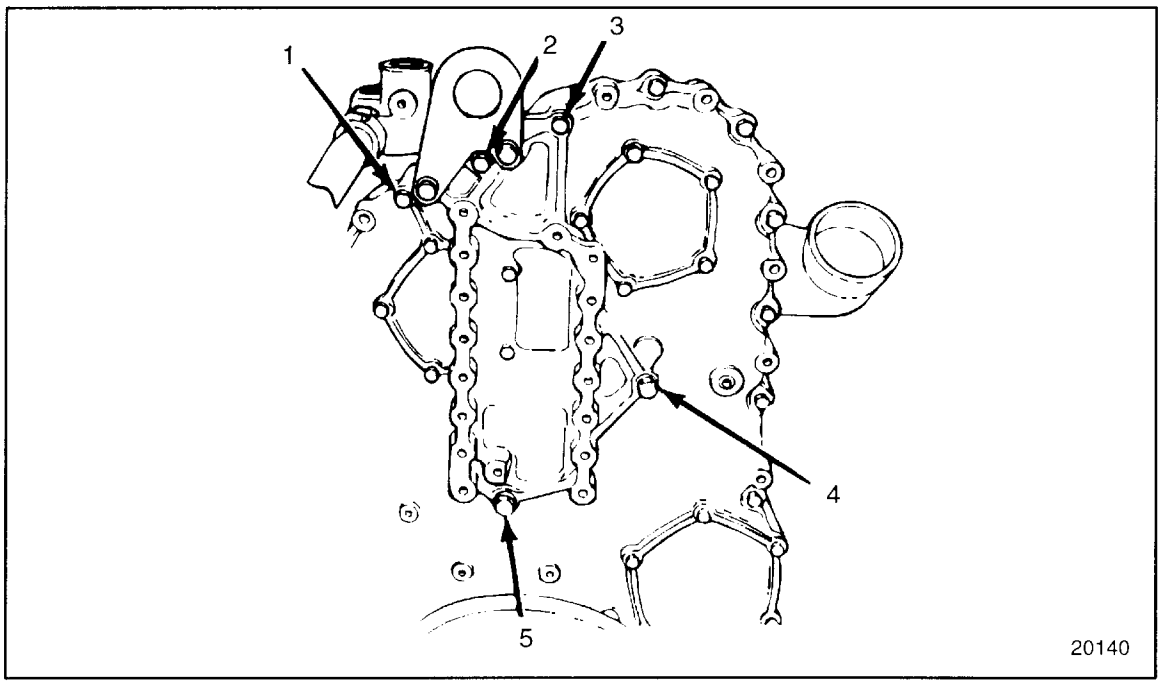

Figure 1-169 Fan Support Bolt Location
5. Remove the five fan support bolts. See Figure 1-169.